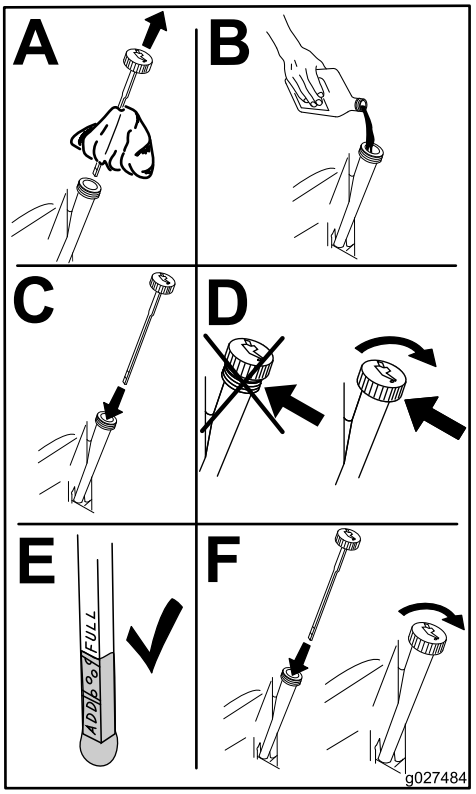

**Figur 38**
6. Hell sakte ca. 80 % av oljen som skal fylles på ned i påfyllingshullet (Figur 38).
7. Kontroller oljenivået. Se Figur 38.